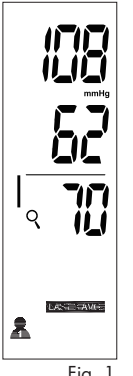

Fig. 1
3. The unit will first display the average of the last three measurements, Fig 1. If there are less than 3 readings in memory, the most recent reading will display.